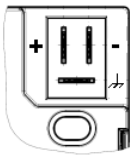
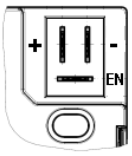

Fig. 5
Fig. 6
In standard versions ground terminal (⏚) is used for connecting the secondary winding of the transformer to the burner, in transformer with enable option the third terminal (EN) is used to enable the transformer operations through the connection with the control equipment (Fig.6).
- Respect the polarity of connections as shown in fig. 5 and fig. 6.